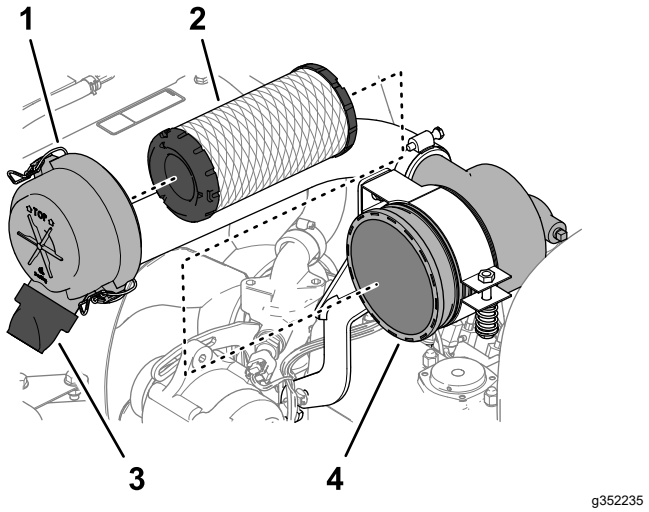

**Figur 76**
3. Lossa spärrhakarna som fäster luftrenarkåpan på luftrenarhuset (Figur 76).
6. Ta bort filterelementet (Figur 76).
7. Ta bort gummiutloppsventilen (Figur 76) från luftrenarkåpans smutsutblåsning.